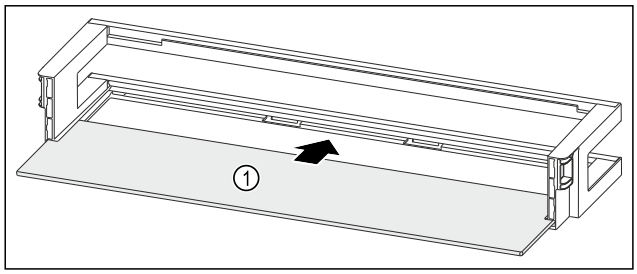

Fig. 194 Door rack with shelf
- ▶ Push the shelf *Fig. 194 (1)* into the side recesses.